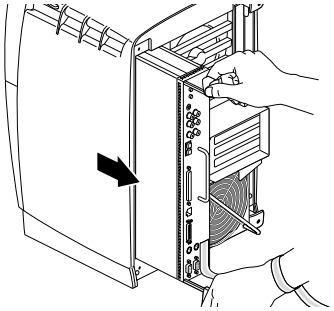

Figure 5-106 System Module
b.) Pull both handles at the same time until they are fully extended (Figure 5-106).